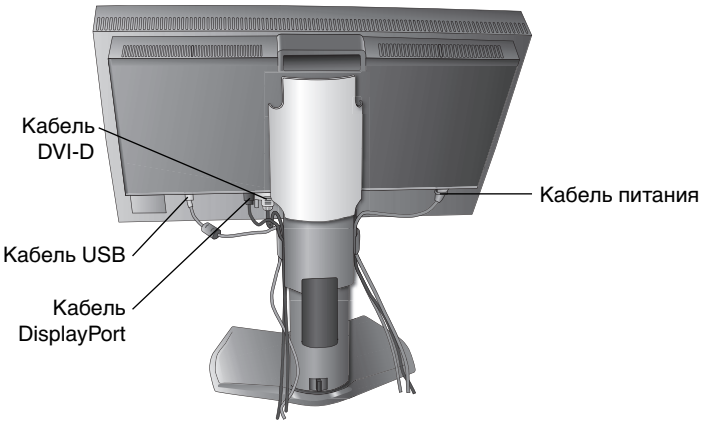
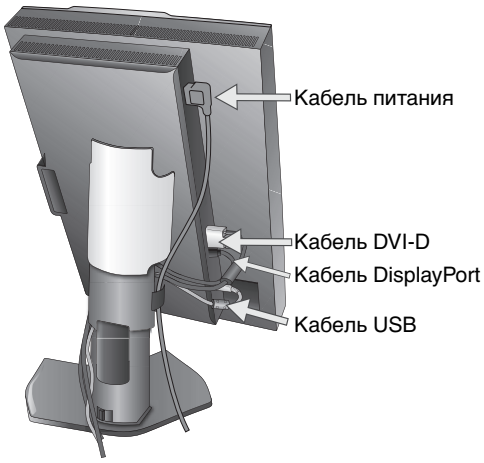

Рисунок C.2
Рисунок C.3
5. Кабели должны размещаться в отсеке подставки, предназначенном для распределения кабелей. Надежно закрепите кабели в кабельных каналах (**Рисунок C.2** и **Рисунок C.3**).